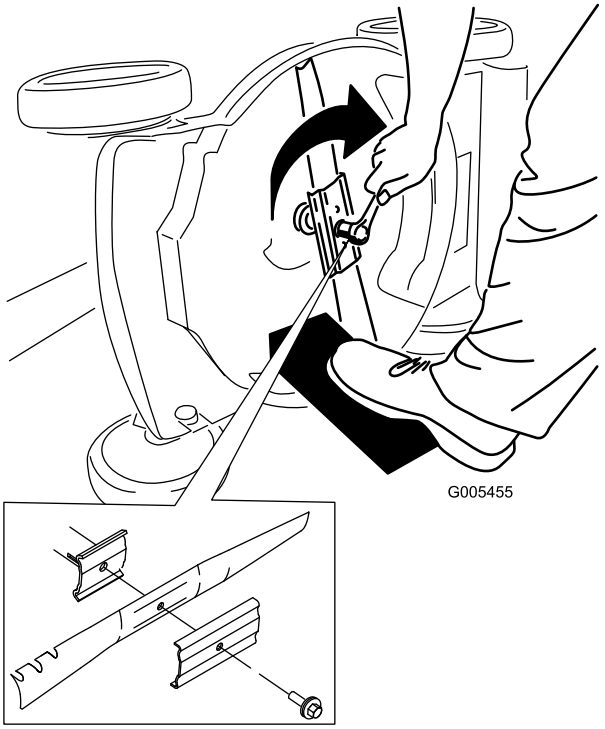

Figur 21
5. Sätt fast den nya kniven och alla monteringsdelar (Figur 21).